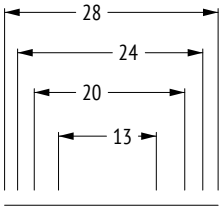

Рисунок 4
6.6 Там где есть несколько параллельных размерных линий, цифры стоит располагать в шахматном порядке для облегчения чтения (рис. 4).